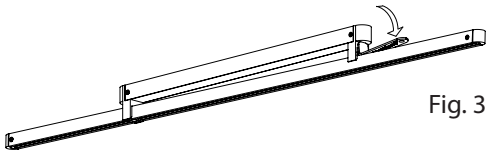

Fig. 3
2. Press down firmly on the edge of the **Tool** to separate one side of the **Light Bar** from the **Power Bar** (Fig. 3).